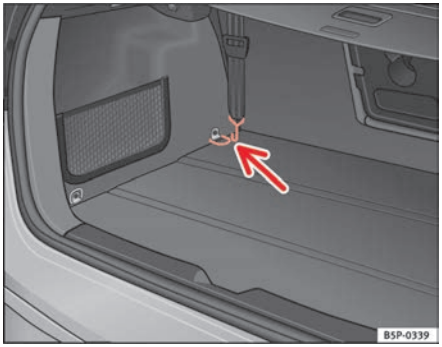

Fig. 127 Fastening rings to tighten the divider net
– Hook the seat belts into the fastening rings before tightening the retaining net ⇒ fig. 127. ■